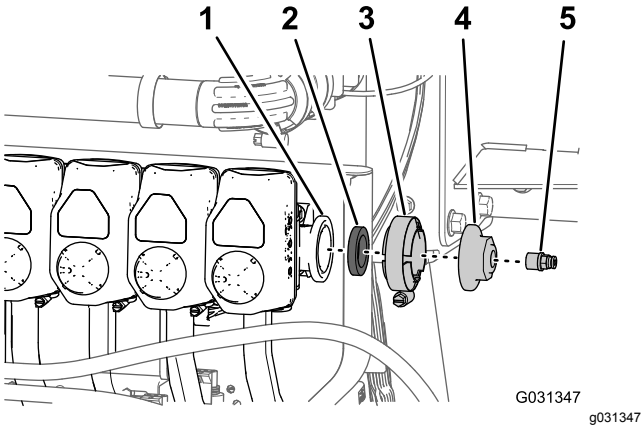

Figur 183
1. Afmonter rørkoblingen fra dækslet på flangen i højre ende af dyseventil 10 (Figur 183).
2. Afmonter flangeklemmen, pakningen og endedækslet fra dyseventil 10 (Figur 183).